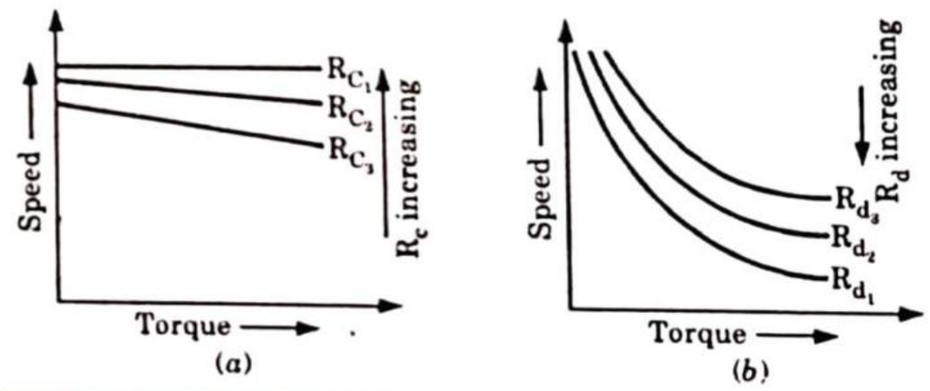

Fig. 3.11.3. Typical speed-torque curves (a) shunt motor (b) series motor.
9. Fig. 3.11.3(*a*) and 3.11.3(*b*) shows the typical speed/torque curves for shunt and series motors respectively, whose speed are controlled by the variation of the field flux.